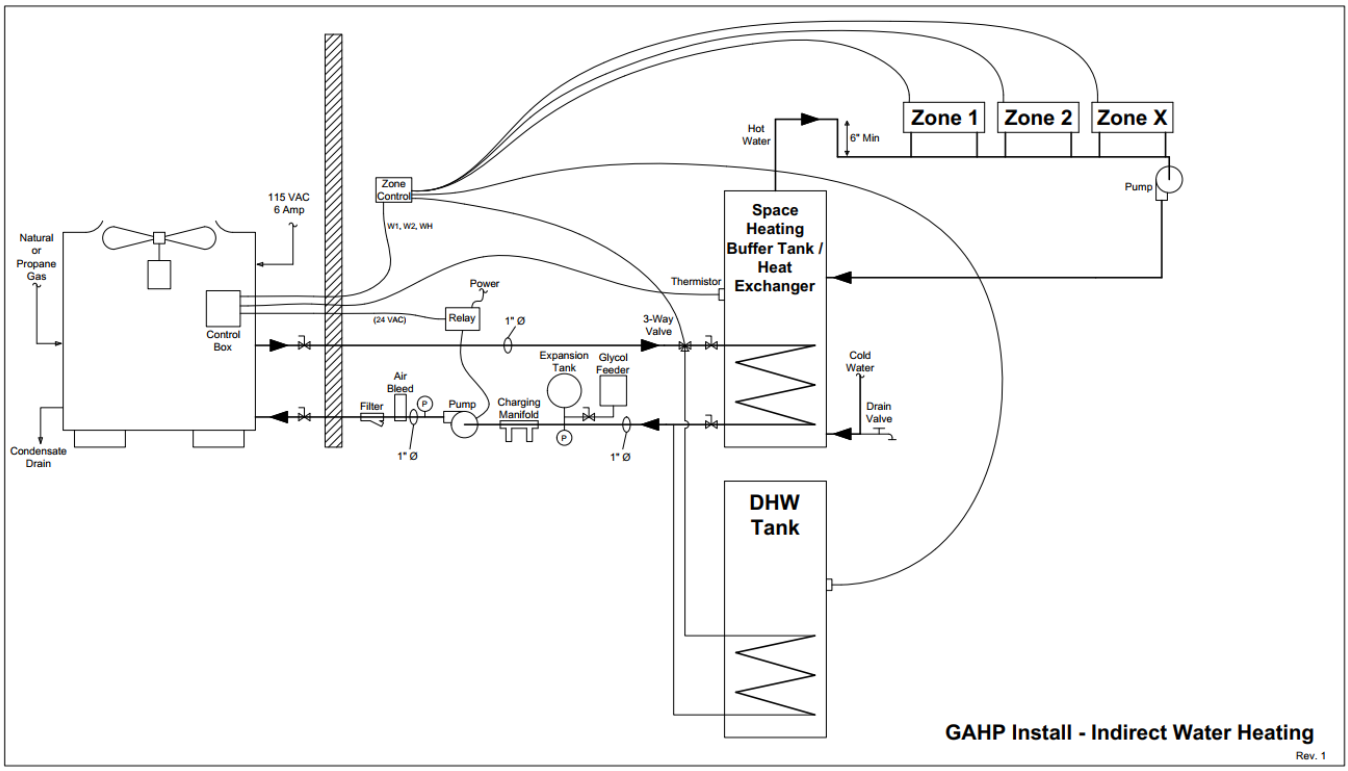

Figure 14: GAHP Installation with a Residential Hydronic System
For residential hydronic (zoned) systems, there are a multitude of different ways the heat pump can interface with the indoor heating system, including systems where glycol is used in the entire system, or only in a small closed loop between the GAHP and an isolation heat exchanger (IST or plate heat exchanger). One option is to install an indirect storage tank in between the indoor hydronic loop and the GAHP as shown in Figure 14. A zone controller must be utilized to receive heat calls from each of the various zones. This controller should then push those calls as either a space heat (W1 or W2) or water heat (WH) call to the GAHP. It is advised that an IST be installed on the glycol side of the loop for domestic hot water to retain higher efficiencies when heating the tank to temperatures higher than are required when space heating.